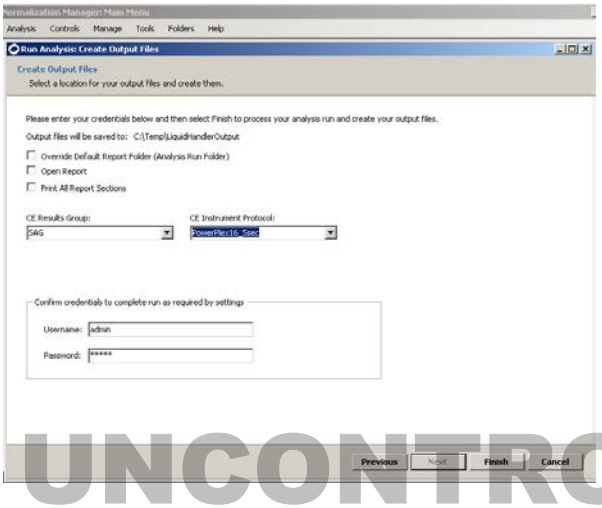

Figure 13. Confirmation of credentials window.
5.4.14 The next window will require entry of the login and password again (to confirm the credentials) as shown in Figure 13. Simply enter in the login and password used at the beginning of the Normalization Manager information entry process and then click on Finish.